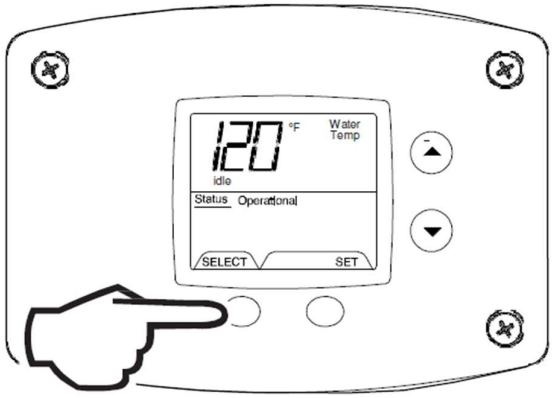

Fig. 51
1. In Service Mode, Press the ‘Select’ button until ‘WaterTemp’ is displayed in the upper right section of the water heater display. For water heaters using two temperature sensors in the tank, this will be the average reading between the two sensors. For water heaters using a single sensor, this is the reading for the sensor (Fig. 51).